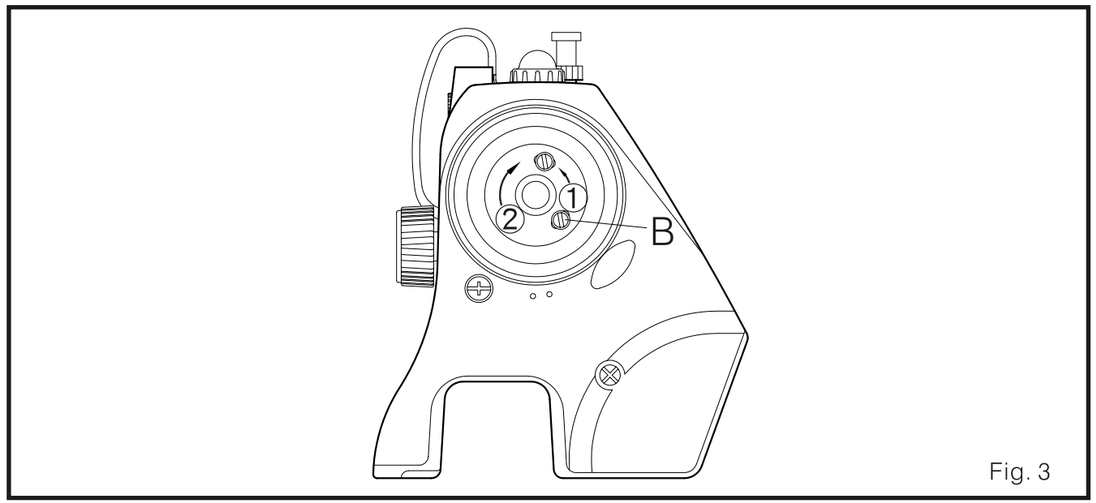

Fig. 3
(2) Ajuste la posición inferior (Fig. 3)